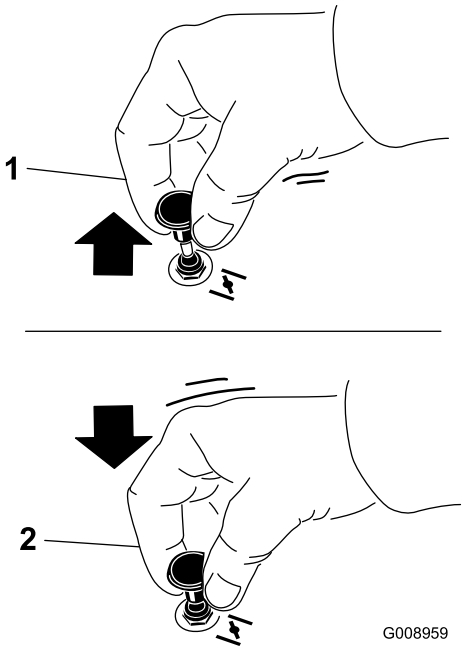

Figura 13
1. Tire hacia arriba del mando para engranar el estárter antes de usar el interruptor de encendido (Figura 13).
2. Presione hacia abajo el pomo del estárter para desactivar el estárter después de arrancar el motor (Figura 13).